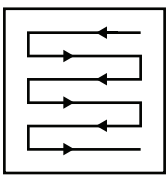

Rys. 16
5. Kosić w lekko zachodzących na siebie rzędach. Najbardziej efektywnym sposobem koszenia jest koszenie w liniach prostych wzdłuż jednej z krawędzi trawnika. Pozwala to uzyskać równe rzędy oraz uniknąć pominięcia niektórych fragmentów trawnika (rys. 16).